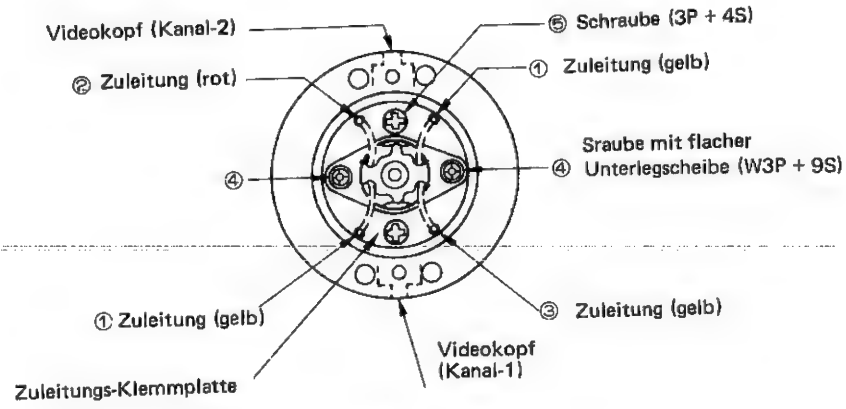

Abb. 36
1. Die neue Trommel wie Abb. 36 einbauen und auf die korrekte Position der Zuleitungen achten.